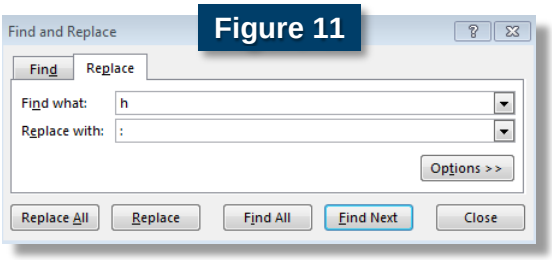

Figure 11
2. Hold down the **Ctrl** key and press the **F** key to open up the **Find and Replace** window (Figure 11).